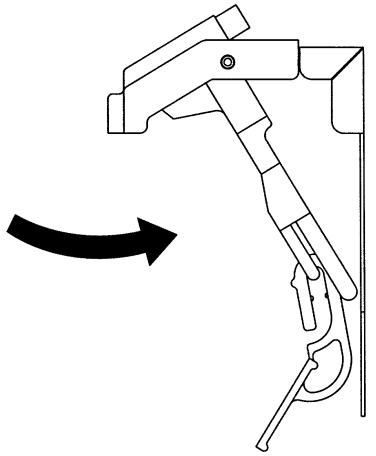

Fig. 4
b) Allow the unit to cycle into the freeze mode. This occurs when the pump motor starts to supply water upwards, through the supply tube. After 1-2 minutes in freeze, move the bin switch paddle fully to the right See Fig. 4.